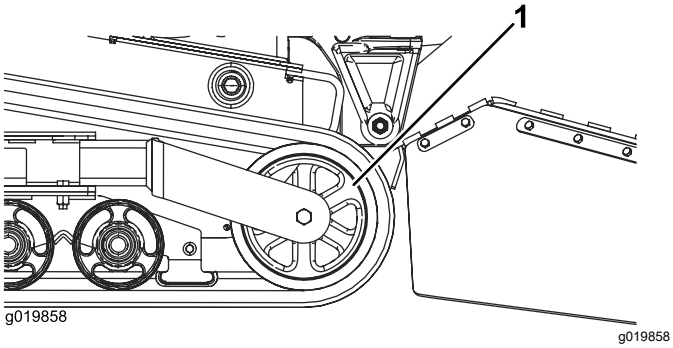

Figuur 47
5. Druk het spanwiel zo ver mogelijk naar achteren (Figuur 47).
7. Neem de rupsband van de machine als de band van het spanwiel gelopen is (Figuur 47).